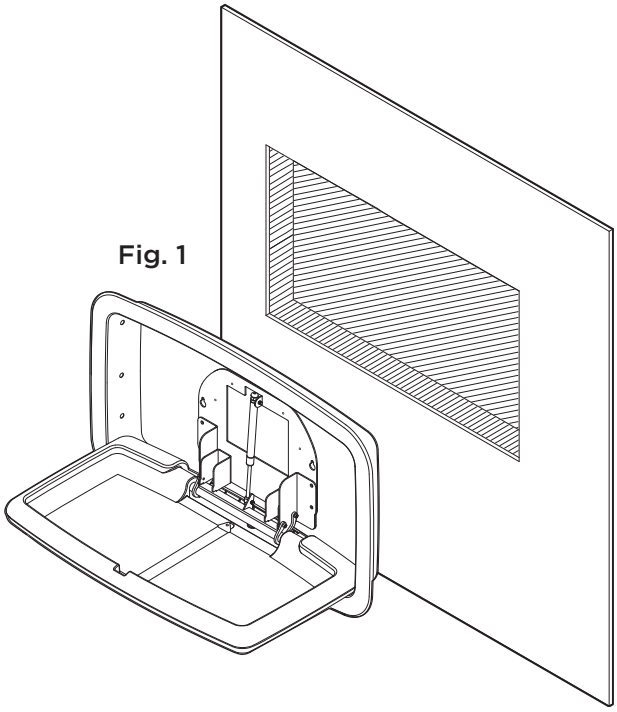

Fig. 1
- Préparez l'ouverture brute du mur selon la Fiche technique. Assurez-vous que le haut du goujon inférieur est à 26 9/16"(675 mm) pour assurer une hauteur de montage correcte. **Fig. 1** Pour plus d'informations, visitez **www.koalabear.com**.